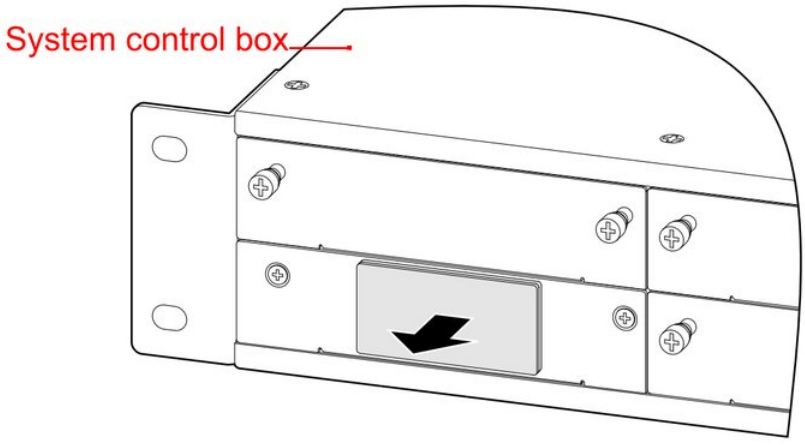

FIGURA 3-14 Rimozione della piastra della scheda SNMP
1. Rimuovere la piastra della scheda SNMP dalla scatola di controllo del sistema, come mostrato nella Figura 3-14.